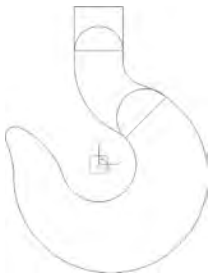

图 5-197 绘制圆
(4) 单击“曲线裁剪”图标，裁剪掉不需要的部分；单击曲线生成栏上的“整圆”图标，在立即菜单中选择绘圆方式“圆心点_半径”，按照提示单击选取截面线 2 的中点为圆心，中点到端点的距离为半径，右击结束该圆的绘制，单击“曲线裁剪”图标，拾取下部分圆弧，右击确认，如图 5-197 所示。